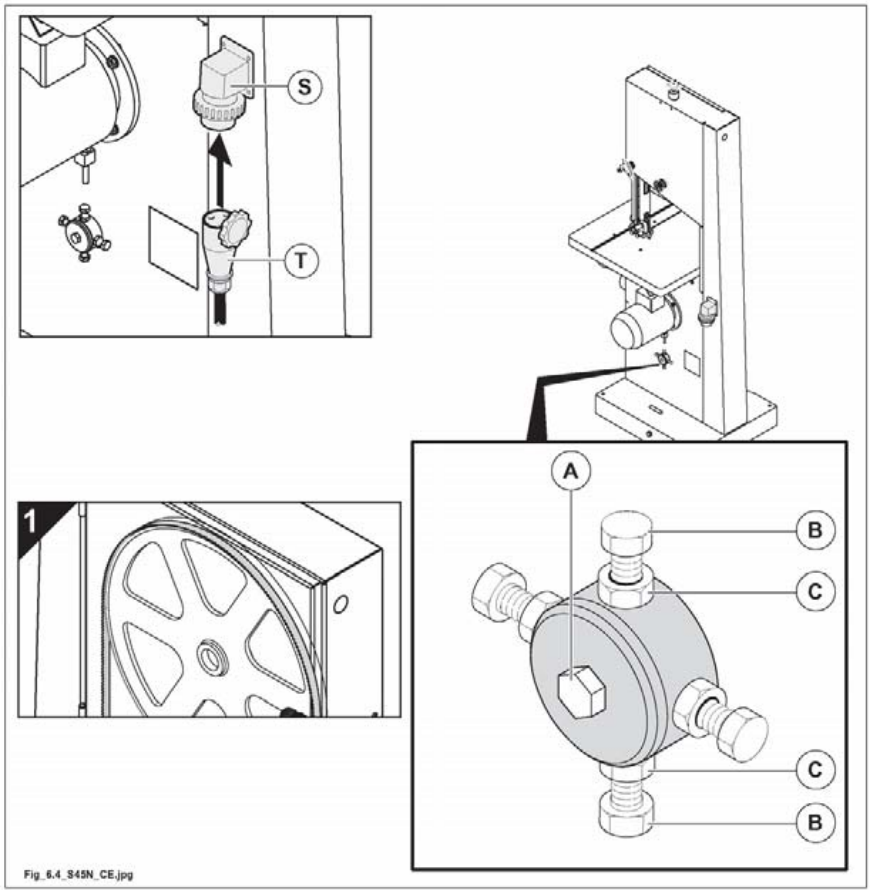

Fig. 6.4
for correct operation the teeth of the saw must project from the edge of the flywheels (see "1" fig. 6.4).
- Slightly unloose screw (A fig. 6.4).
- Loosen the nuts (C fig. 6.4).
- Adjust screws (B fig. 6.4) to regulate the lower flywheel axis. The blade teeth should be outside the flywheel rubber piece.
- When adjustments are complete, tighten the nuts (C fig. 6.4) and the screw (A fig. 6.4).